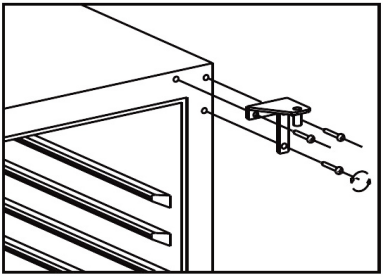

fig. 6.3
- Afmonter højre tophængsel og gem for evt. senere brug. Se fig. 6.3